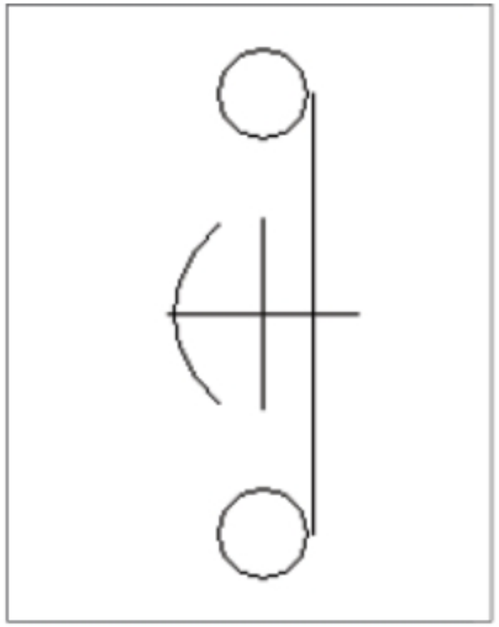

Figure-9. Component attached to cursor
- After selecting the category and subcategory, click on desired symbol. The symbol will be attached to the cursor and you will be prompted to specify location for the symbol; refer to Figure-9.